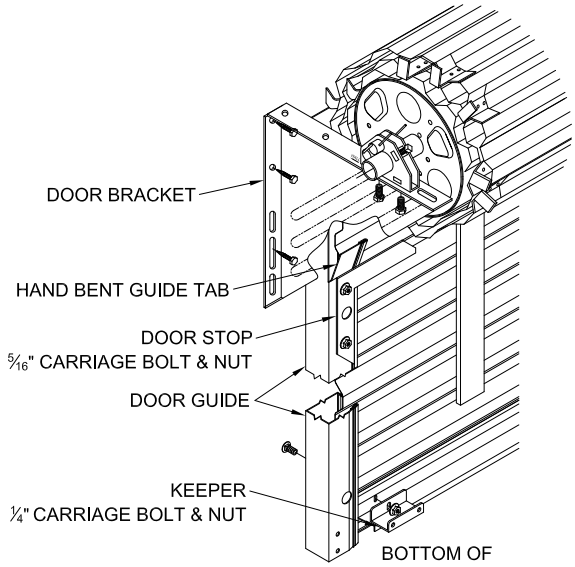

Figure 14.
8.3 Attach the two keepers to the bottom interior edge of the door using the installed 1/4” carriage bolt and whiz nut. (Figure 14)
8.4 Tighten door stops installed in paragraph 8.1 making certain track bolts are seated in guides. (Figure 14)